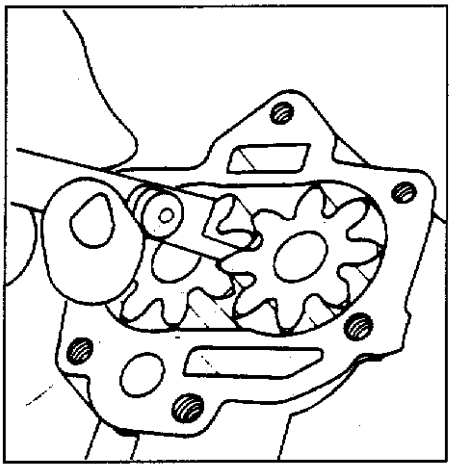

图 1-1-14　油泵齿隙检查
(1)见图 1-1-14，测量油泵齿隙：0.23~0.28mm。